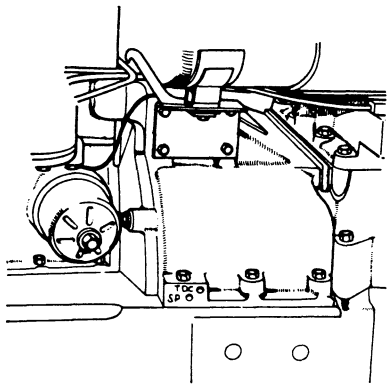

Figure 39. ENGINE TIMING APERTURE
1. Remove valve rocker cover, turn engine until No. 1 inlet valve closes and insert timing pointer into SP hole (Fig. 39) and continue turning engine until pointer drops into flywheel indentation. Place tractor in gear, to prevent engine being turned whilst pump is removed
Place engine stop control in "run" position and whilst operating feed pump priming lever turn engine in direction of rotation: if injector nuts are released and injectors are raised slightly, to release compression, engine can be turned with the fan. Grind a blunt point on the end of a short piece of $\frac{5}{16}$ in. (8 mm) rod and insert this into the hole marked "SP" on left-hand side of clutch housing. (Fig. 39.) Whilst an assistant is slowly turning the engine and operating the priming lever, rest a finger against the rod and observe the fuel dripping out of the pipe. The point at which injection commences will be reached when fuel ceases to drip out of pipe and this should coincide with the rod dropping into flywheel indentation. If the fuel flow ceases before, or after, the rod is felt to fall into the flywheel indentation, release pump mounting nuts and turn the pump body slightly — direction of engine rotation to retard and opposite to engine rotation to advance. Fully tighten mounting nuts then recheck timing.
Grind a blunt point on a short piece of $\frac{5}{16}$ in. (8 mm) diameter rod and insert this into the hole marked "SP" on left-hand side clutch housing. (Fig. 39.) Whilst an assistant is slowly turning engine, rest a finger against end of rod and watch fuel level in capillary tube. Initially set the pump so that fuel level in tube commences to fall at the same time as pointer is felt to fall into flywheel indentation, then measure $\frac{1}{8}$ in. (3 mm) anti-clockwise from pump flange timing-line and scribe a line on engine carrier plate. Check that scribed line is quite clear, in the correct direction and the correct distance from pump mark, then release the mounting bolts and turn pump body to align pump and carrier plate marks. Re-tighten mounting bolts and refit injector pipes.